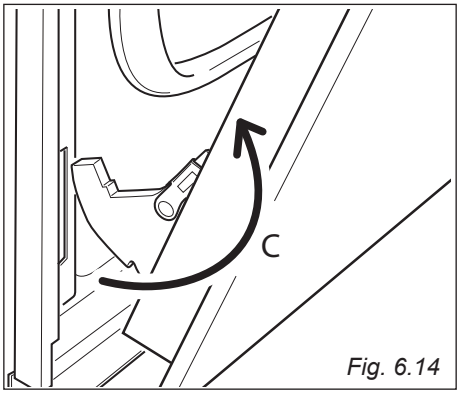

Fig. 6.14
- Withdraw the hinge hooks from their location following arrow "**C**" (fig. 6.14).